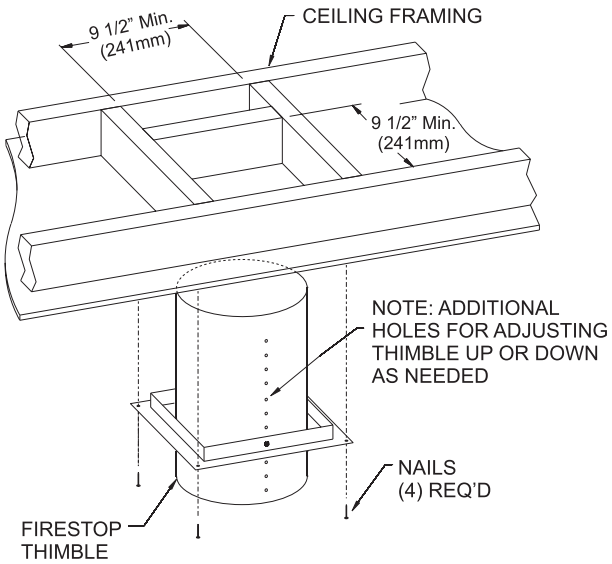

**Figure 29**
4. Once the fireplace location has been determined, mark the ceiling where the flex vent will pass through. Cut an opening for installation of the firestop thimble assembly. The opening must measure a minimum of 9-1/2" x 9-1/2" square. **See Figure 29.**